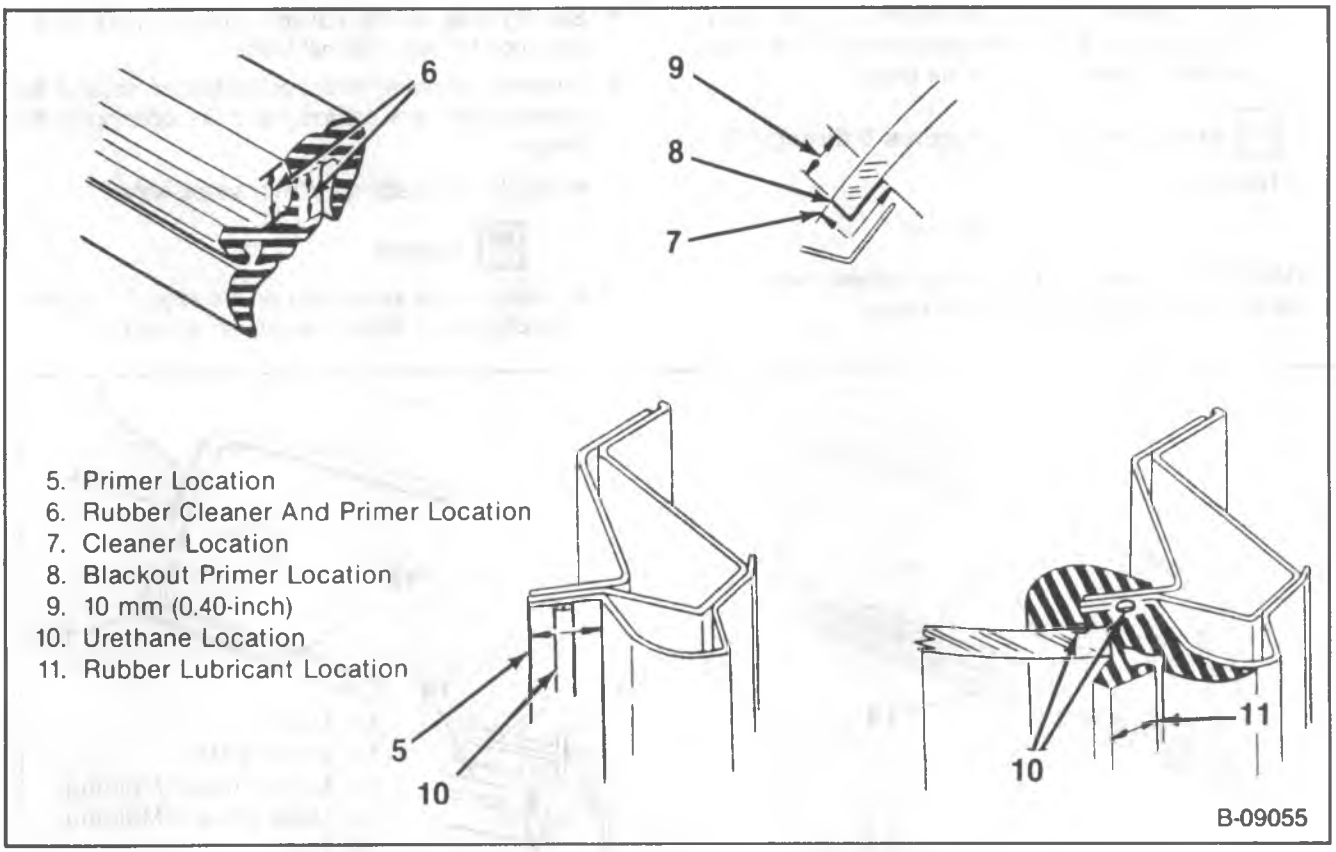

Figure 3—Primer and Adhesive Application Locations
Install or Connect (Figures 3 and 4)
7. Urethane adhesive bead with a 4.5 mm (.18-inch) diameter to the rubber weatherstrip glass channel using J 24811-A (figure 3).